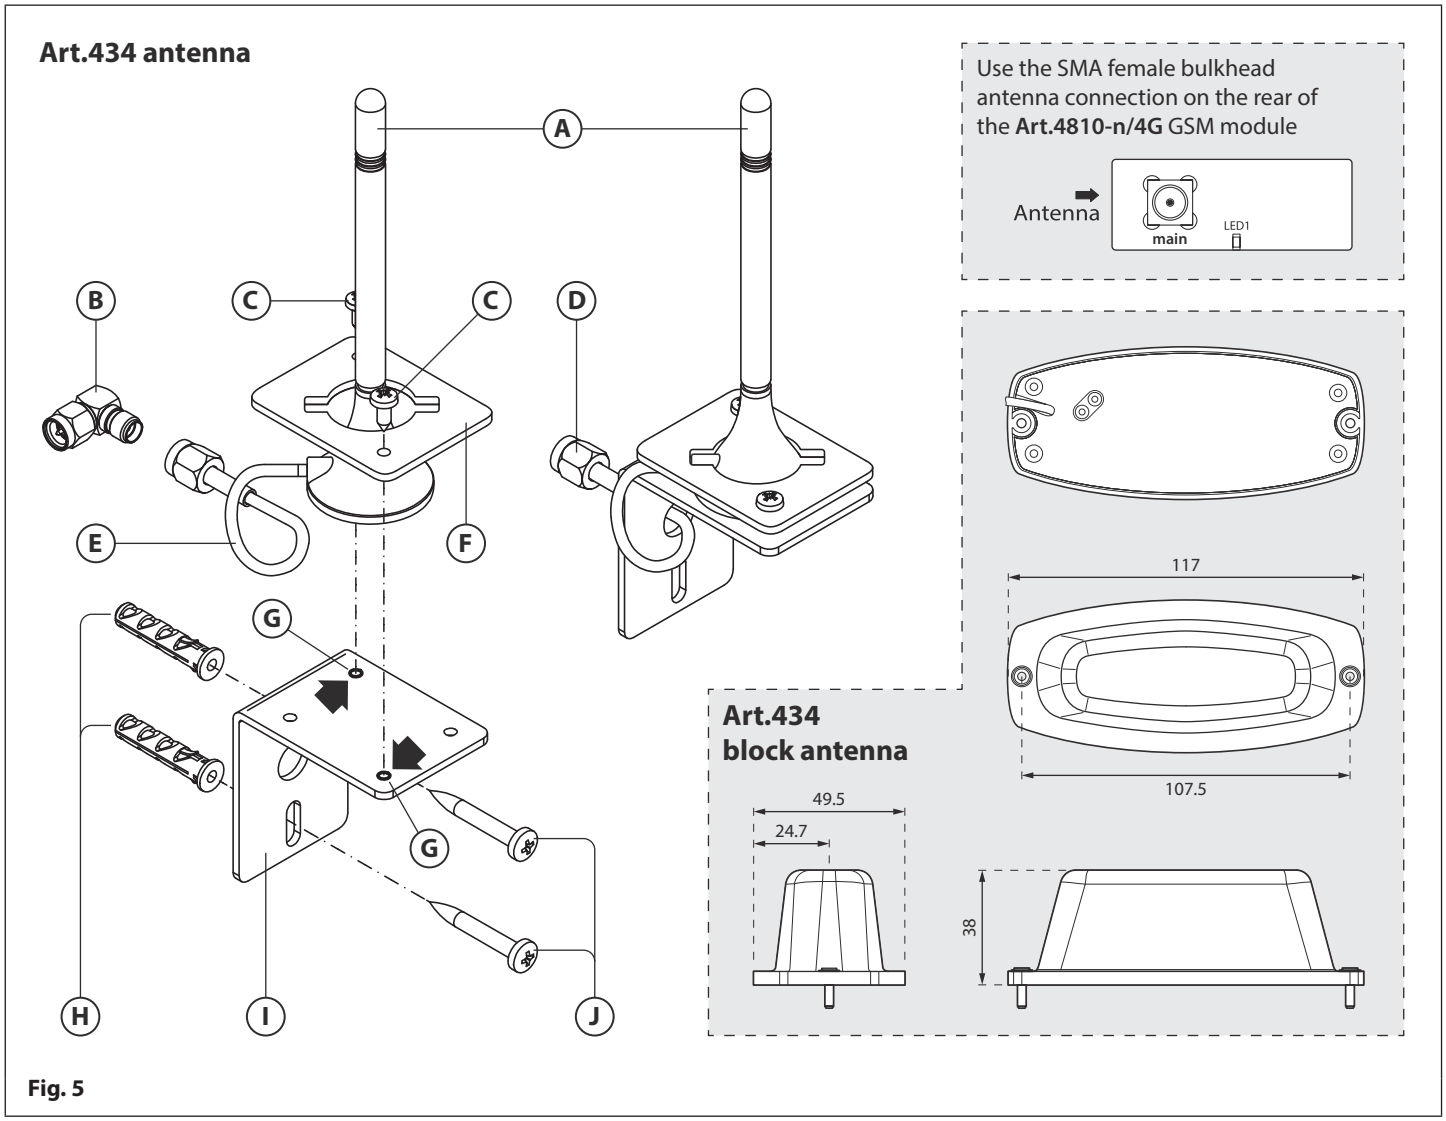

Fig. 5
The **Art.434 GSM antenna**, **Fig.5,** connects to the SMA female bulkhead connection on the rear of the 4G GSM module, see **Fig.5** inset. A GSM antenna with an SMA male connector should be used. Also available to use with both the **GSM4K/4G** and **GSM4KCR/4G** series audiokits is the **Art.434 block antenna**, **Fig.5** inset.
IN INSTANCES WHERE THERE IS A TIGHT FITTING SPACE FOR THE SMA MALE CONNECTOR ON THE ANTENNA CABLE, THE RIGHT ANGLED SMA ADAPTER, FIG.5 (B), CAN BE USED TO HELP REROUTE THE CABLE DOWN THE BACK SIDE OF THE GSM MODULE.